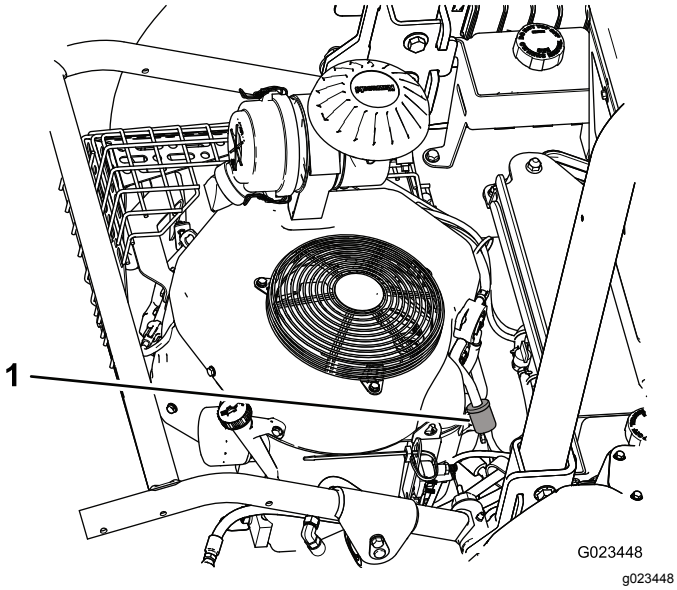
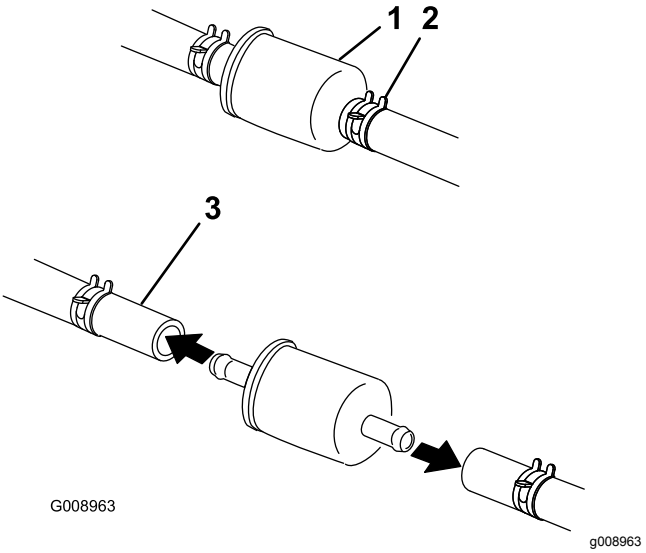

**Figur 47**
**Figur 48**
2. Løsn slangeklemmen på karburatorsiden af filteret, og fjern brændstofrøret fra filteret (Figur 47 og Figur 48).